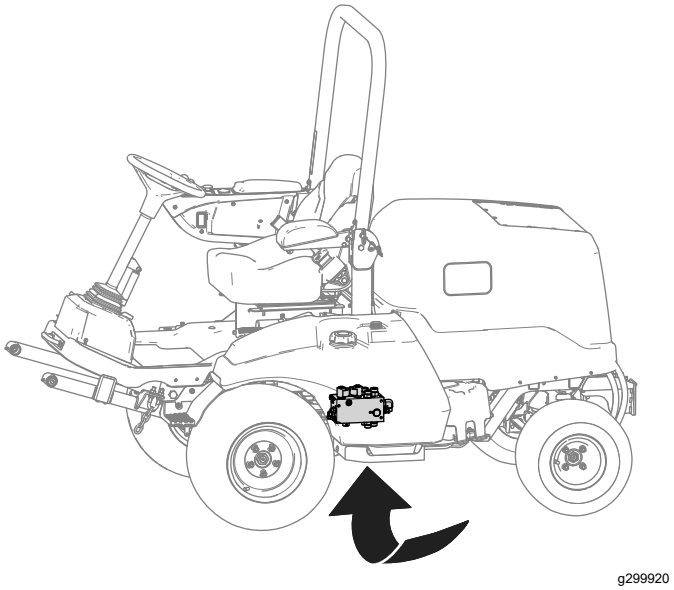

Figuur 8
A. Plaats een opvangbak onder het hydraulische verdeelstuk (afgebeeld in Figuur 8).